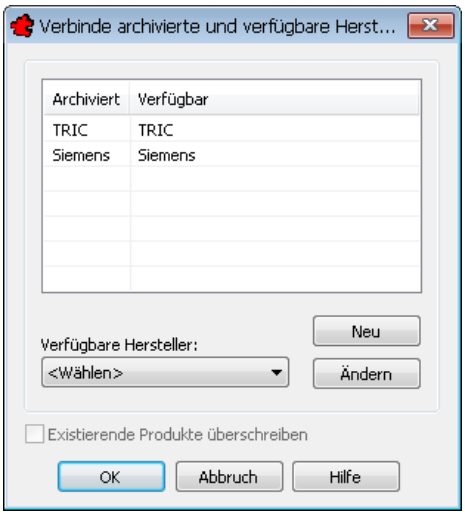

Bild 17.29 – Herstellerzuordnung im Rückgabearchiv
- Danach erfolgt die Zuordnung der Hersteller im Rückgabearchiv. Artikel, die darin verwendet werden, werden mit den Artikeln und Herstellern des Gesamtprojekts abgestimmt (Abb. 17.29). Sehen Sie dazu auch Kapitel 16.8, *Projekt wiederherstellen*, auf S. 111.